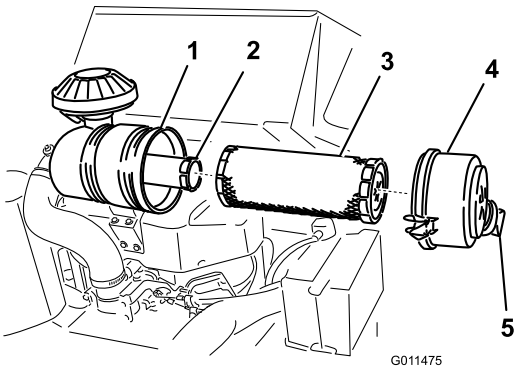

Bild 33
3. Lösen Sie die Riegel am Luftfilter und ziehen Sie die Abdeckung vom Gehäuse ab (Bild 33).
1. Schieben Sie den Hauptfilter vorsichtig aus dem Luftfiltergehäuse heraus (Bild 33). Vermeiden Sie ein Anstoßen des Filters an der Seite des Gehäuses.
4. Wenn Sie den Sicherheitsfilter auswechseln, schieben Sie den neuen Filter vorsichtig in das Filtergehäuse (Bild 33).
5. Schieben Sie den Hauptfilter vorsichtig auf den Sicherheitsfilter (Bild 33). Stellen Sie sicher, dass dieser einwandfrei einliegt, indem Sie beim Einbauen auf den äußeren Rand des Filters drücken.
6. Setzen Sie die Luftfilterabdeckung auf (die Staubkappe sollte so wie in Bild 33 dargestellt ausgerichtet sein) und befestigen Sie die Riegel.